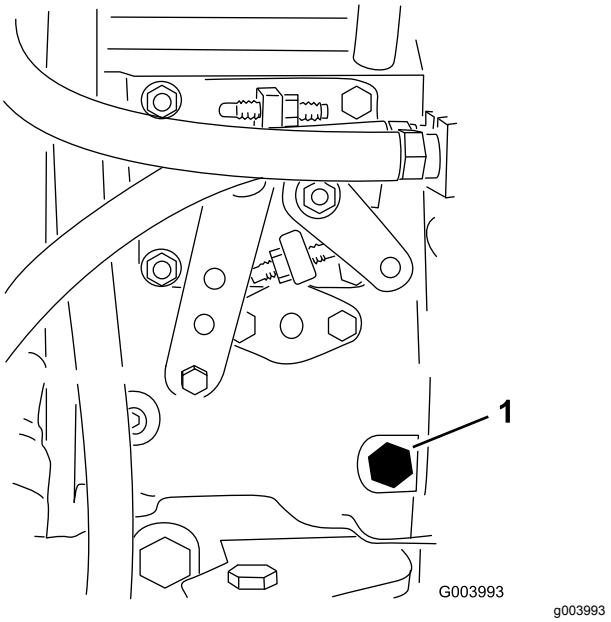

Figur 30
3. Åbn udluftningsskruen på brændstofindsprøjtningspumpen (Figur 30) med en 12 mm nøgle.